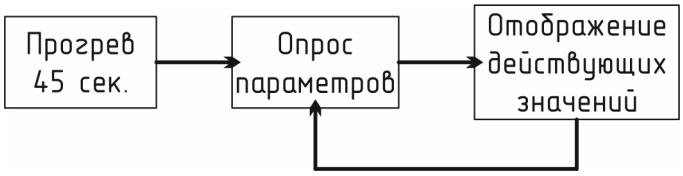

Рис. 3. Блок-схема работы сигнализатора.
1.5.2 Принцип действия сигнализатора основан на сборе и анализе данных, поступающих с газочувствительного сенсора и датчика температуры (рис. 3). По полученным значениям производится термокоррекция относительно текущей внешней температуры и сравнение с пороговыми значениями, занесенными производителем при выпуске из производства. Срабатывание сигнализации происходит при превышении пороговых значений.